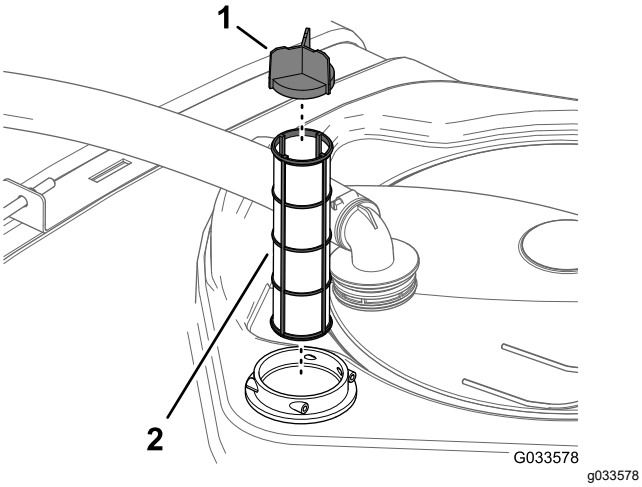

**Figura 60**
4. Remova o filtro de sucção antigo do compartimento do filtro no tanque (Figura 60).